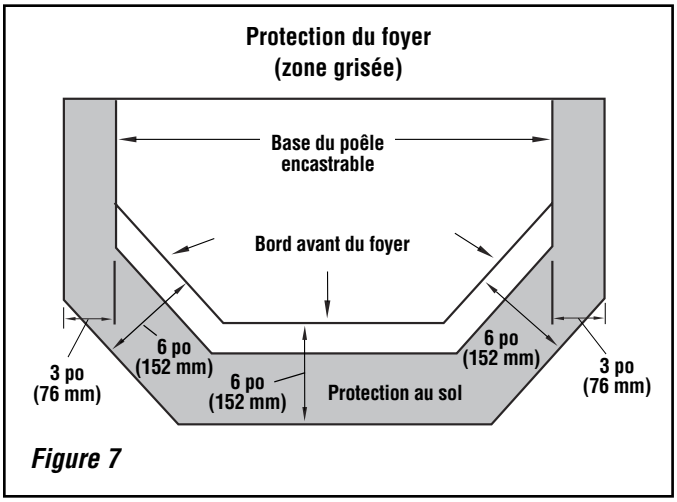

Figure 7
**** Ce poêle encastrable peut s'adaptor à une cheminée plus étroite à l'avant (81 cm / 32 po au lieu de 91 cm / 36 po) si l'ensemble de panneau de contour de 75 mm (3 po) de profondeur est utilisé (réf. H7232). Voir figure 11C, page 13, pour plus d'information. Remarque: l'appareil étant placé plus en avant par rapport au foyer existant, il peut s'avérer nécessaire d'ajouter une protection au sol à l'avant de l'appareil (voir figure 7).***
La protection au sol, impérativement composée de matériau incombustible, doit s'étendre sous le poêle encastrable à partir des plaques de contour, ainsi qu'à l'avant et sur les côtés, comme illustré à la ***figure 7.***